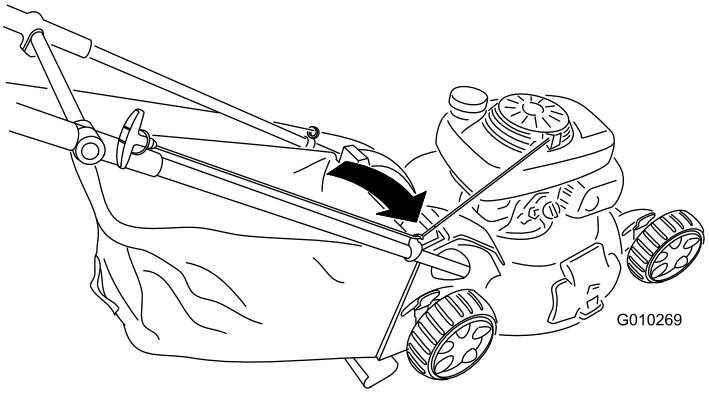

Figuur 30
1. Laat het startkoord rond de onderste koordgeleider lopen (Figuur 30).